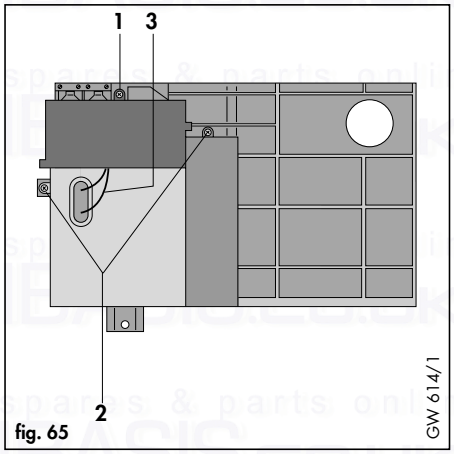

fig. 65
- Disconnect ignition leads (3, fig. 65) from rear of control box.
- Remove back of control box by undoing the 3 screws (1 and 2, fig. 65).